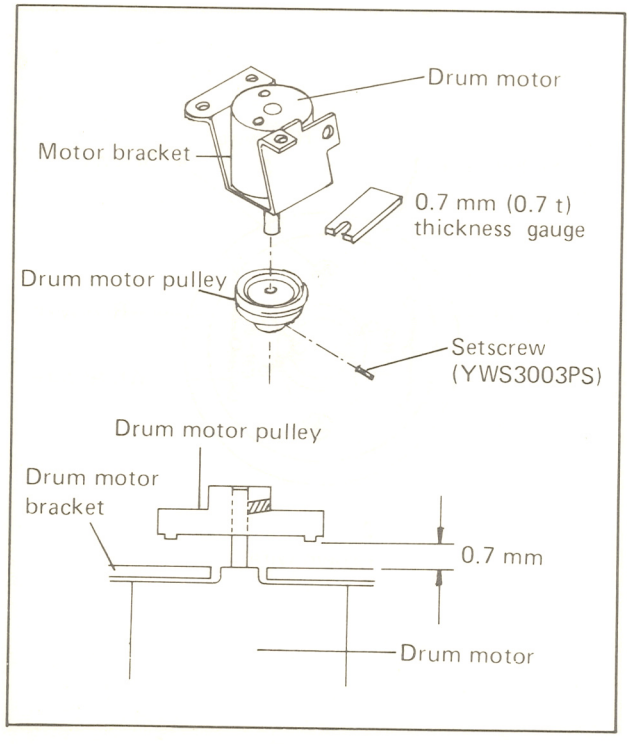

Fig. 4-24
3. When mounting the motor pulley to the replacement DC motor, set 0.7 mm thickness gauge between motor and motor pulley as shown in Fig. 4-24.